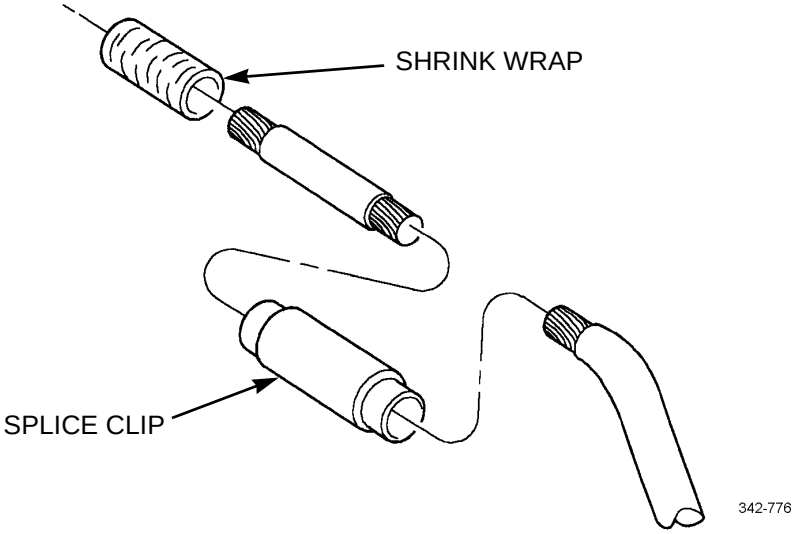

Figure 19. Spliced Wire.
e. Insert other wire into splice and crimp (Figure 19).